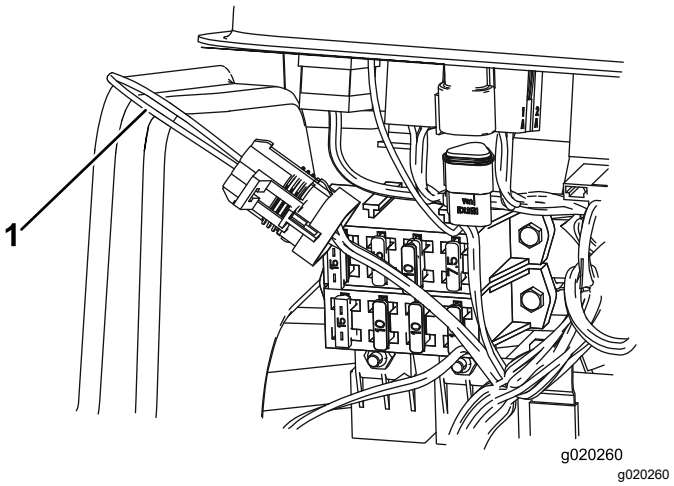

Figur 37
3. Lokaliser ledningsnettet og sløjfetilbagekoblingen (Figur 37).